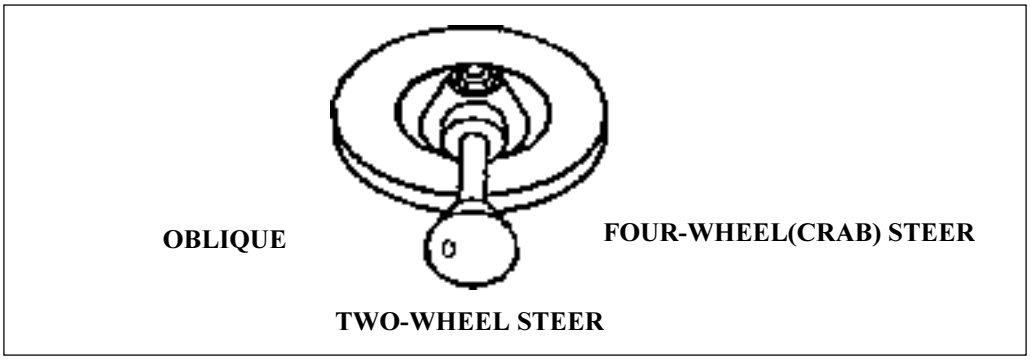

Figure 15. Steering Selector.
3. Position the steering selector lever (Figure 15) in the desired mode of steer, either, OBLIQUE (left position) , TWO-WHEEL STEER (center position) or FOUR-WHEEL STEER(CRAB) (right position) .